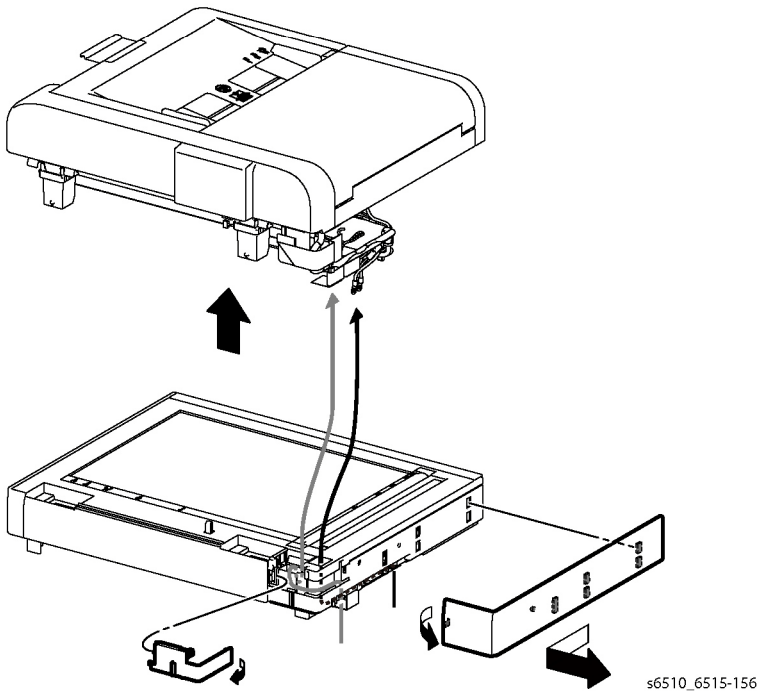

Figure 1 Remove the DADF Assembly
2. Refer to Figure 1 to release the hook on the rear side of the Left Band Cover at the left rear corner of the IIT assembly and remove the cover in the direction of the arrow.
3. Refer to Figure 1 to release the hook and remove the FFC Cover from the IIT Assembly.
4. Refer to Figure 1 to remove the DADF harness out of its harness guide and up through the IIT Assembly.